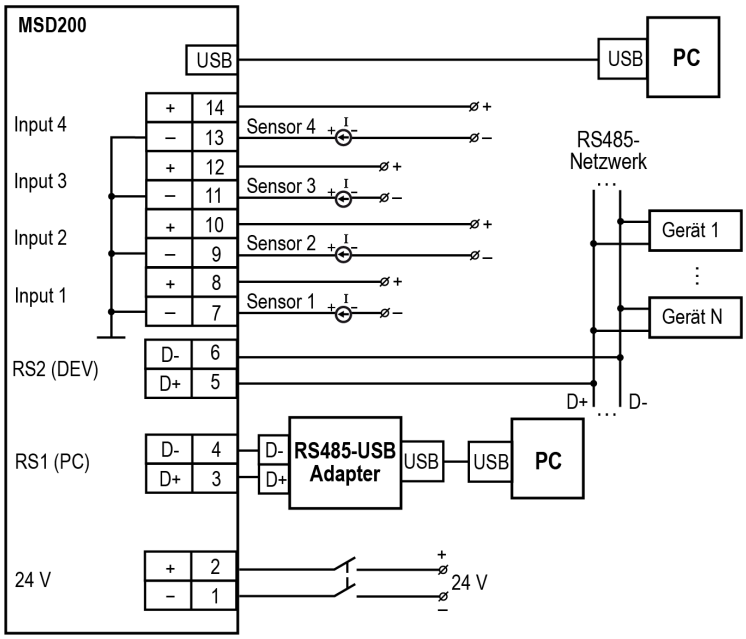

Abb. 6.2 Anschlussplan
- Verdrahten Sie die externen Anschlüsse gemäß *Abb. 6.2* mit steckbaren Klemmenblöcken (mitgeliefert).
- Die elektrischen Anschlüsse sind in *Abb. 6.2* und die Klemmenbelegung in *Tab. 6.1* dargestellt.